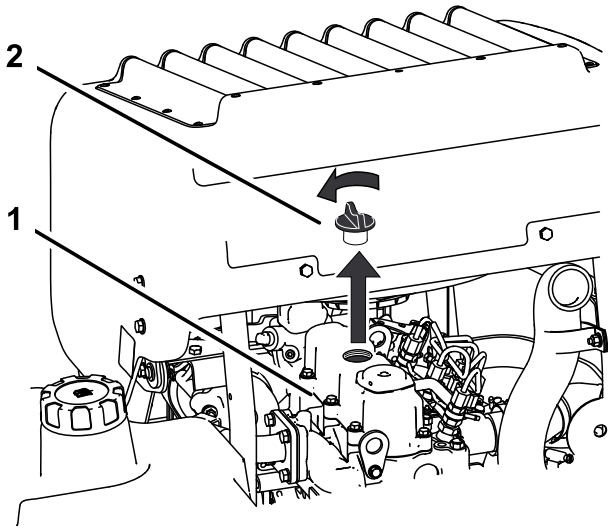

Figur 36
6. Ta bort oljepåfyllningslocket på motorns ovansida (Figur 36). Detta gör det lättare att tömma ut oljan.
2. Ta bort oljepåfyllningslocket och oljestickan (Figur 36).